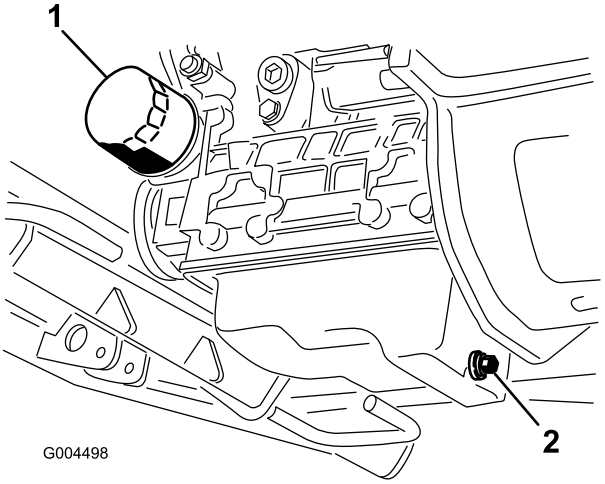

Rysunek 41
3. Ustaw miskę spustową pod miską olejową i korkiem spustowym (Rysunek 41).
6. Wyjmij i wymień filtr oleju (Rysunek 41).